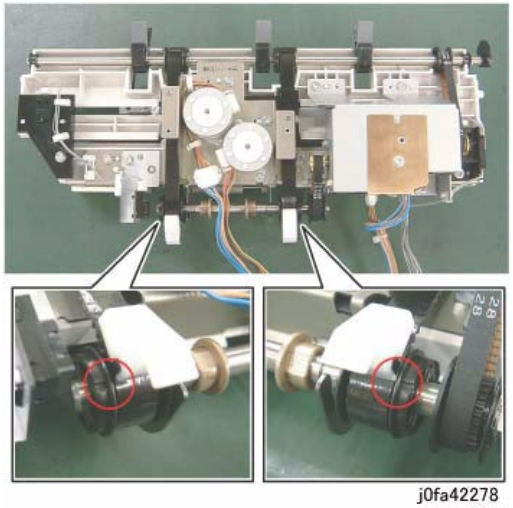

Figure 7 Installing the Eject Belt
2. Install and align the Eject Belt with marks on the Pulleys (Figure 7):